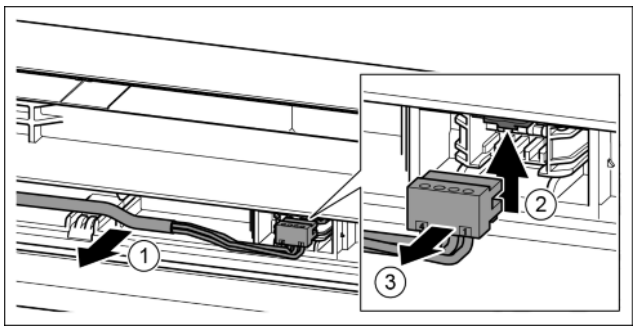

Fig. 21
▶ Šedý kabel opatrně uvolněte z vedení ve dveřích. *Fig. 21 (1)*
▶ Lamelu zatlačte nahoru. *Fig. 21 (2)*
▶ Opatrně vytáhněte zástrčku. *Fig. 21 (3)*